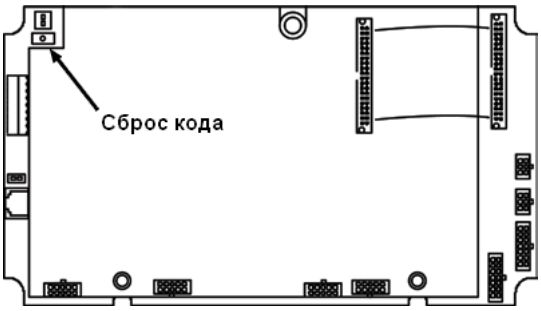

Рисунок 3- 2
3. Подключить питание, привести металлодетектор в рабочее состояние, нажать и удерживать нажатой кнопку ACCESS CODE RESET десять секунд (См. Рисунок 3- 2).